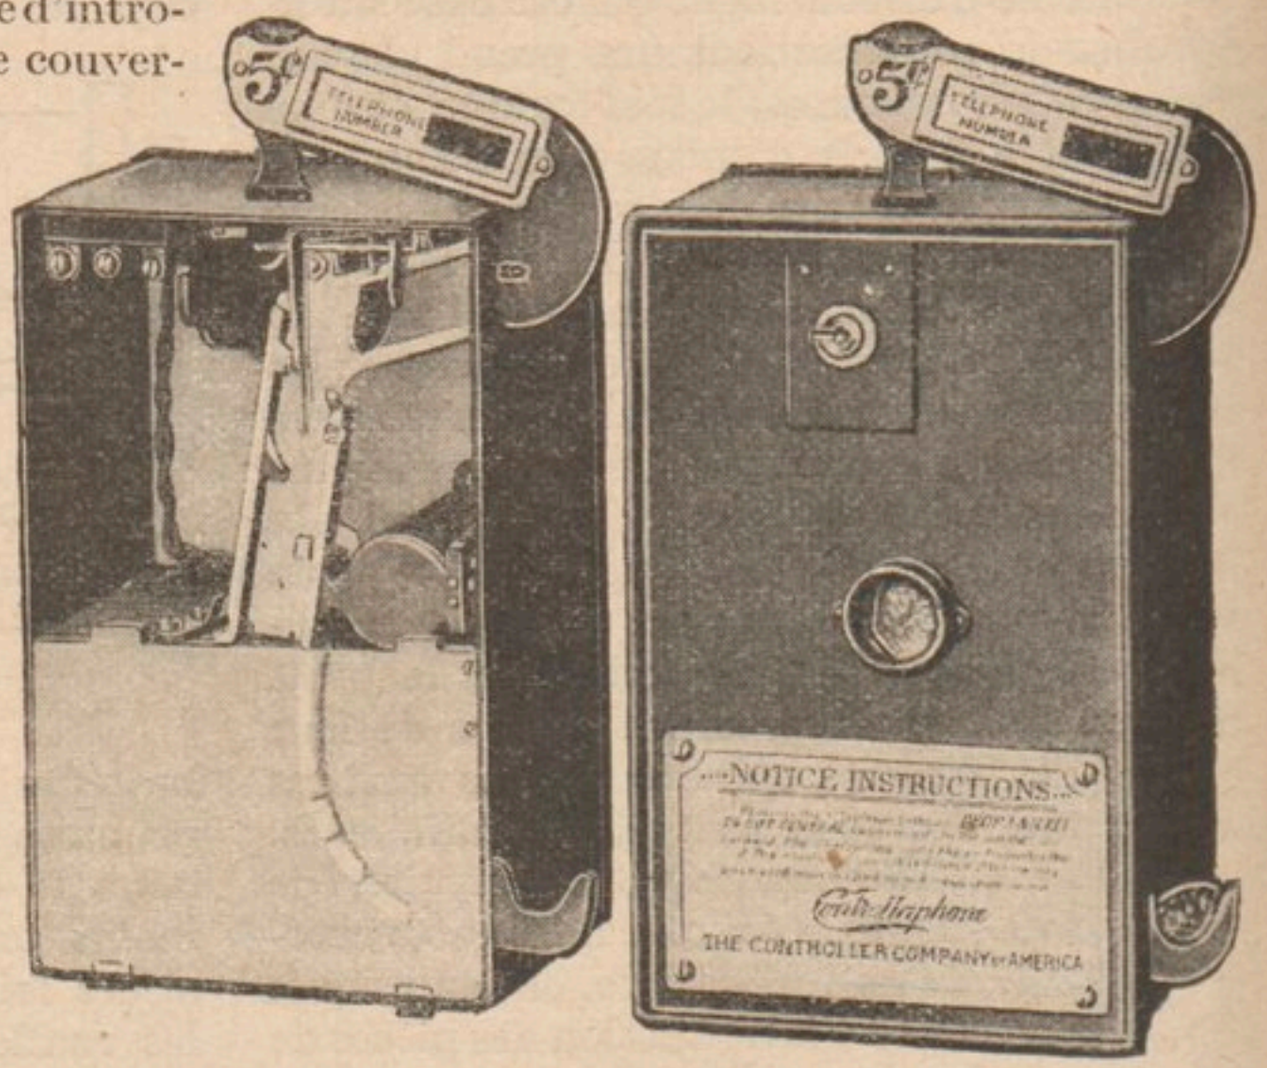

FIG. 14. — VUES INTÉRIEURE ET EXTÉRIEURE DE LA BOITE A PAIEMENT STROUD
M. H. D. Stroud, de la Controller Company, a construit un appareil (fig. 14) qui représente sur celui de la Western Electric Company, l'avantage de diminuer encore le travail de la téléphoniste.